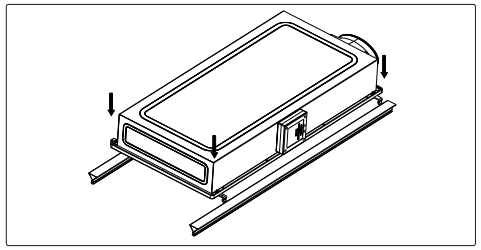
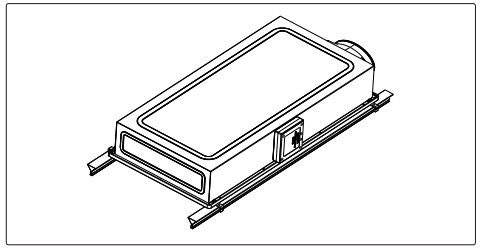

图5
图6
7.1 将取暖器按图5方式固定于龙骨上,固定完成后如图6所示。